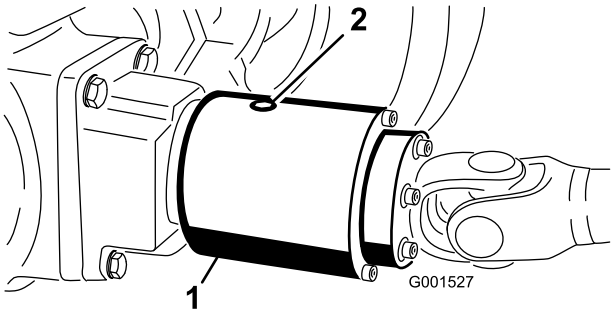

Figuur 29
2. Draai de koppeling (Figuur 29) zodanig dat de controleplug (afgebeeld in 12 uur positie) op vier uur staat.